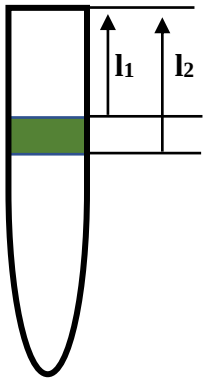

Rys.1. Położenia $l_1$, $l_2$, które należy odczytać za pomocą suwmiarki.
10. Za pomocą suwmiarki zmierz odległość powierzchni swobodnej zawiesiny chloroplastów, $\mathbf{l_1}$, i pasma granicznego $\mathbf{l_2}$ od górnej krawędzi probówki (Rys. 1).